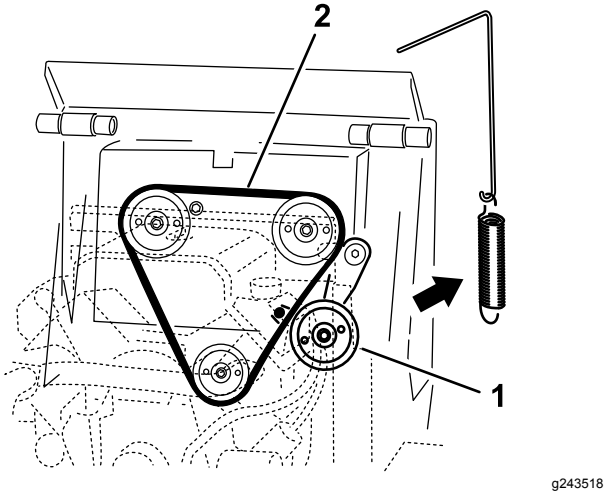

Figur 53
5. Ta bort mellanremskivans fjäder från mellanremskiveenheten (Figur 53).
7. Montera en ny drivrem runt de 3 remskivorna (Figur 53).